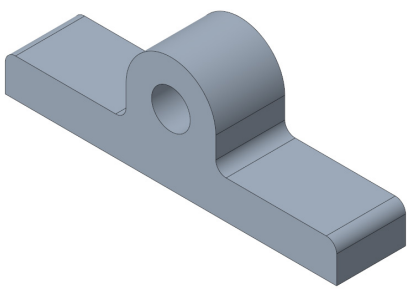
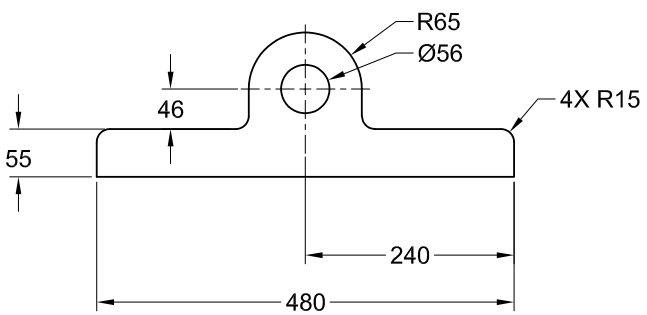

Figure 3-43 *Model for Tutorial 3*
Figure 3-44 *Sketch of the model*
In this tutorial, you will draw the sketch of the model shown in Figure 3-43. The sketch is shown in Figure 3-44. **(Expected time: 30 min)**
4. Modify all dimensions. Refer to Figure 3-43 for dimension values.